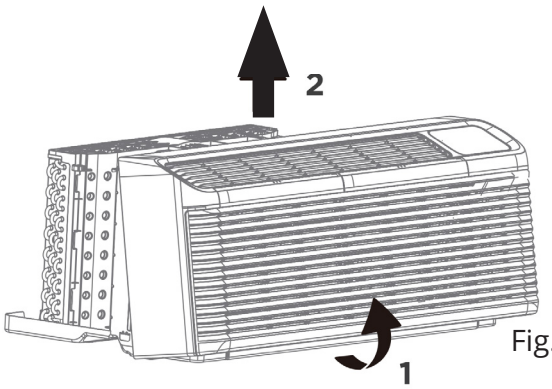

Fig. 3-3
2. Soulevez le panneau avant. (Voir fig. 3-3.)